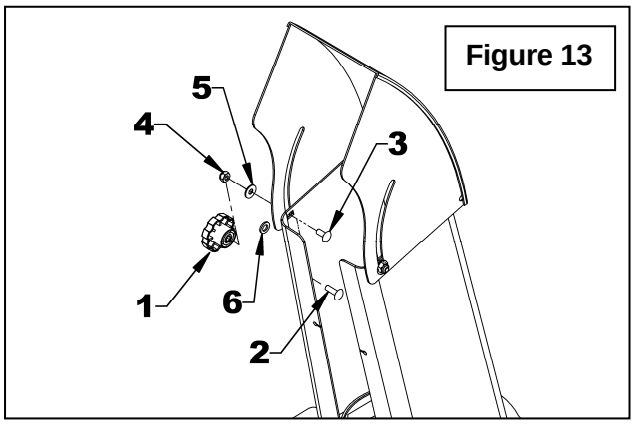

Figure 13
***(Figures 13 to 18)***
2. **Figure 13:** Remove the two manual adjustment knobs (item 1) and bolts (item 2) from each side of deflector and replace with two 5/16” NC x 3/4” carriage bolts (item 3), using original nylon washers (item 5-6) and two 5/16" NC nylon insert locknuts (item 4). Place one nylon washer outside the deflector and one (item 6) between the deflector and the chute base. Do not tighten completely to allow deflector movement by hand.